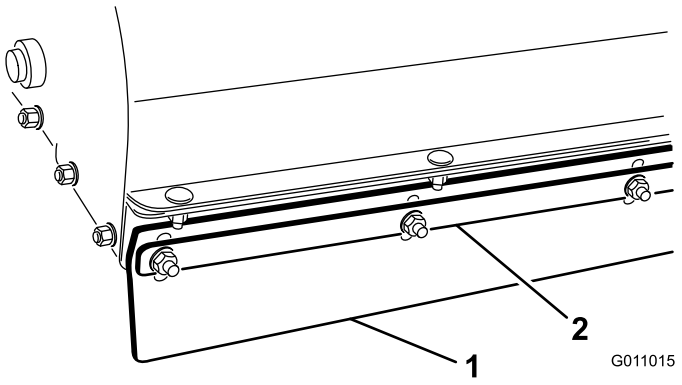

Figur 20
1. Lossa på muttrarna som fäster metallremsan och framklaffen till borsthöljet (Figur 20).